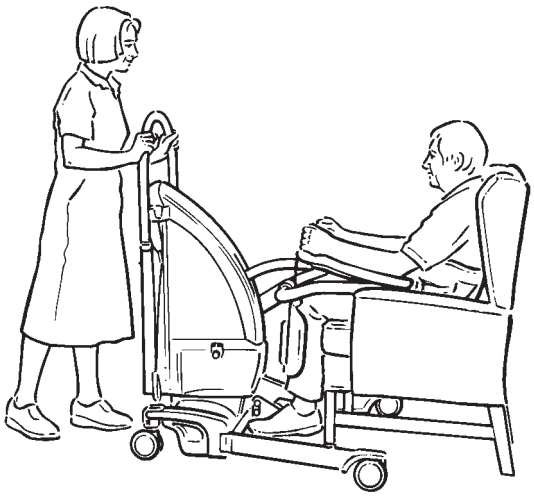

Fig. 19
4. Hvis det er muligt, skal plejemodtageren holde fast i Arc-Rest med den ene eller begge hænder. (Se fig. 19)